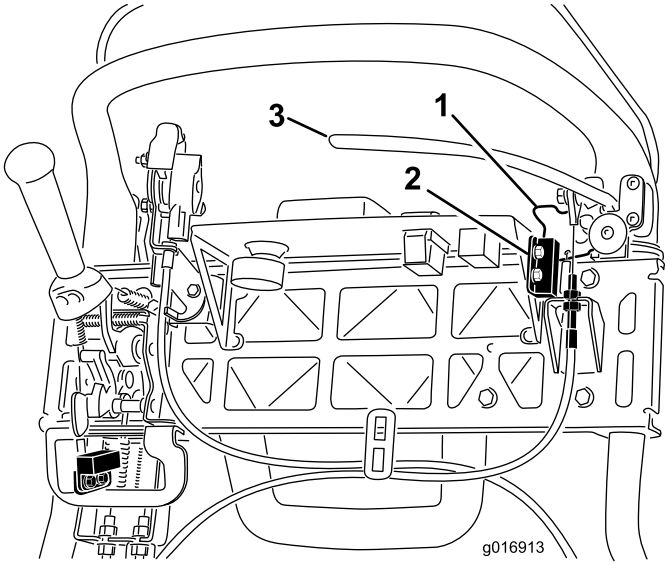

Figura 39
4. Afloje las fijaciones de montaje del interruptor de seguridad (Figura 39).
5. Coloque un suplemento de 0,062 pulgadas (1,6 mm) de grosor entre el seguro del freno de estacionamiento y el interruptor de seguridad (Figura 39).